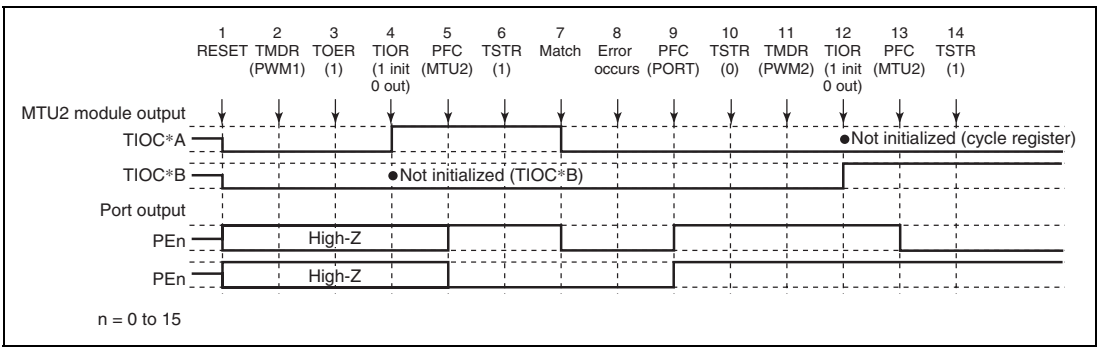

**Figure 10.146 Error Occurrence in PWM Mode 1, Recovery in PWM Mode 2**
**Operation when Error Occurs during PWM Mode 1 Operation, and Operation is Restarted in PWM Mode 2:** Figure 10.146 shows an explanatory diagram of the case where an error occurs in PWM mode 1 and operation is restarted in PWM mode 2 after re-setting.